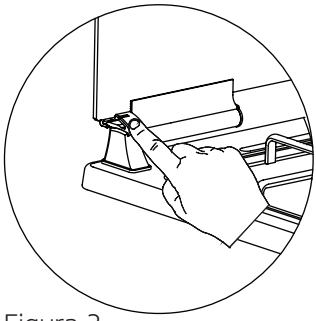

Figura 2
2. Come mostrato nella figura 2, lo sportello in vetro può essere chiuso premendo con un dito la clip di plastica.